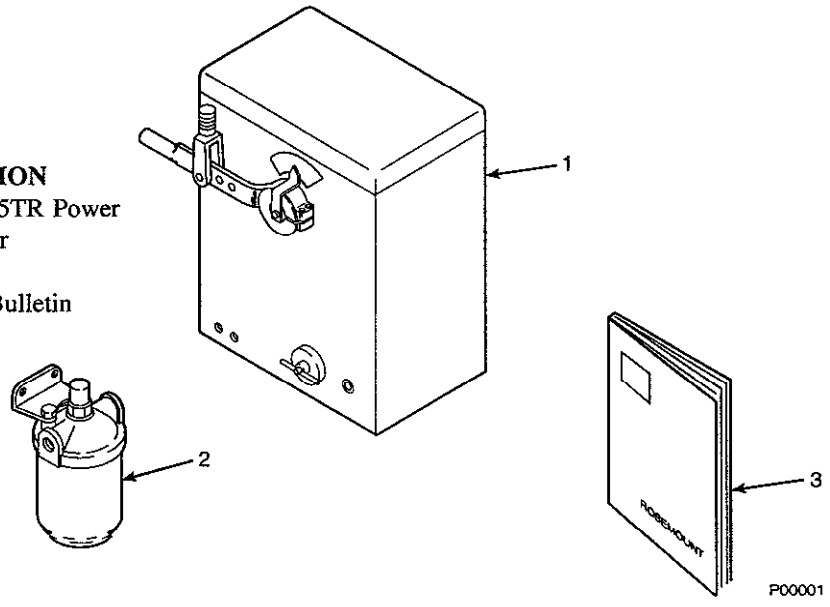

Figure 1-1. Typical System Package
1-1. COMPONENT CHECKLIST OF TYPICAL SYSTEM (PACKAGE CONTENTS). A typical Rosemount 4 X 5 Power Positioner package should contain the items shown in Figure 1-1.
a. Scope. This Instruction Bulletin supplies details needed to install, operate, and service the Rosemount 4 X 5 Torque Type Power Positioner (Figure 1-1). The standard power positioner comes with manual lever, manual lock, bypass valve, current to pneumatic signal converter (I/P), pressure regulator/filter, supply air filter, clevis, and dust cover. Power positioner options include electric position transmitter, limit switches, heater/thermostat, air lock, and minimum limit stop. Service instructions for these options are covered in appendices to this manual.